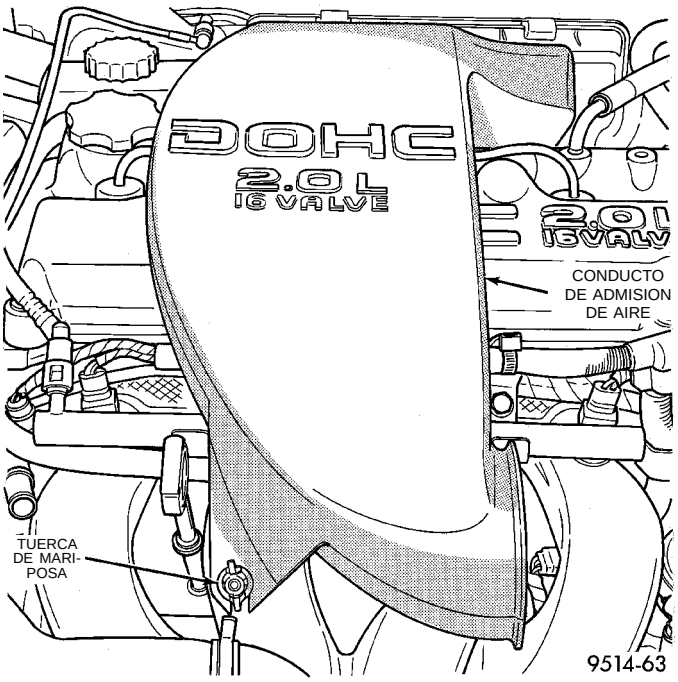

Fig. 96 Conducto de admisión de aire—DOHC
(1) Retire del tubo múltiple de admisión la tuerca de mariposa y el conducto del tubo múltiple de admisión de aire. (Fig. 96).
(2) Desconecte el conector eléctrico de los sensores de MAP/IAT sensor.